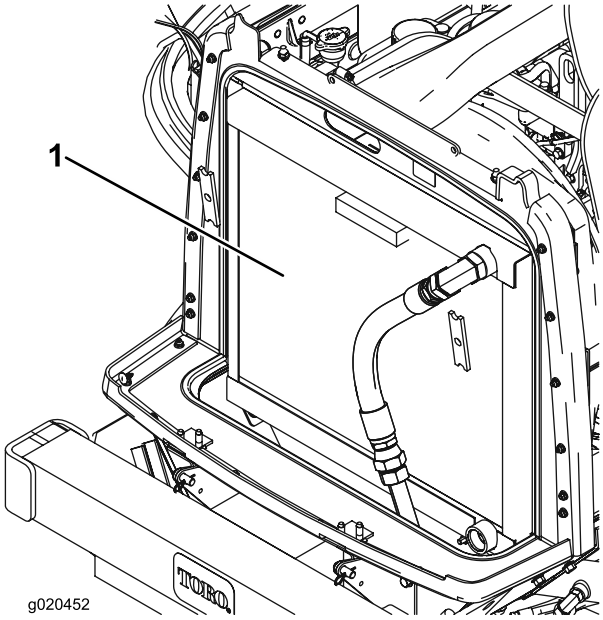

Figur 65
3. Rengør begge sider af køler-/oliekøleområdet grundigt med trykluft (Figur 65).